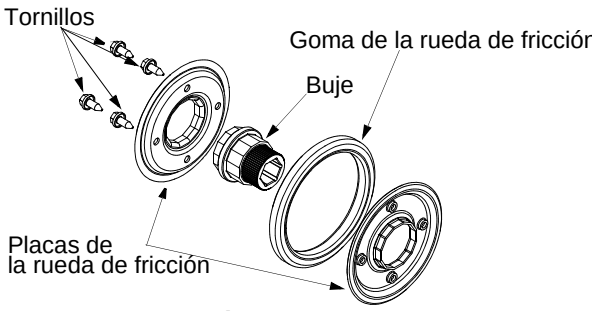

Figura 16
7. Saque los cuatro tornillos del ensamblado de la rueda de fricción como se muestra en Figura 16. Saque la goma de la rueda de fricción de entre la placa de la rueda de fricción.